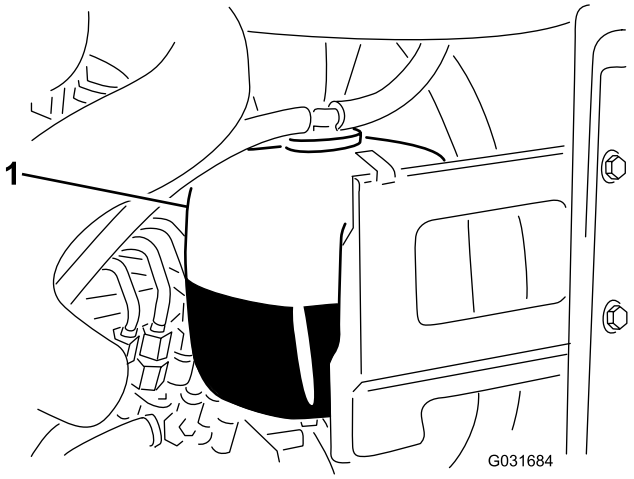

Figur 49
1. Kontroller kjølemiddelnivået i ekspansjonstanken (Figur 49).